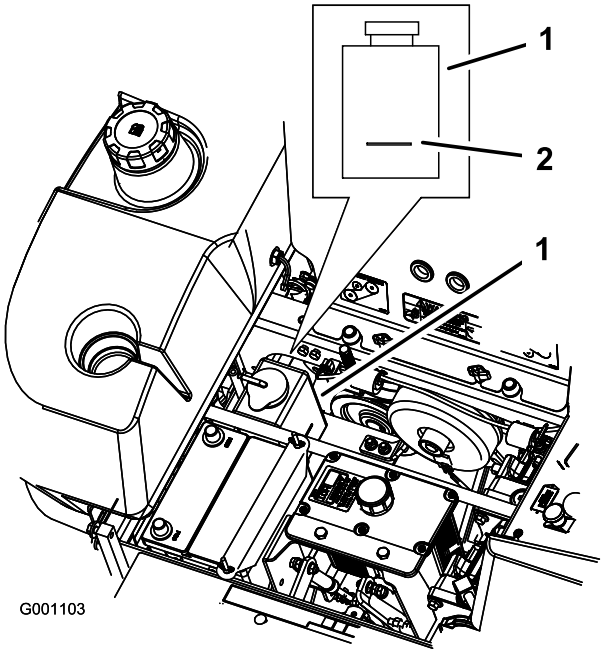

Figur 64
3. Når motoren er avkjølt må du kontrollere nivået i overflytsflasken. Væsken bør nå opp til kulen på utsiden av overflytsflasken (Figur 64).
4. Hvis kjølemiddelnivået er lavt, fyll på en 50/50-blanding med frostvæske for forlenget levetid og vann til overflytsflasken (Figur 64).
5. Fyll på kjølemiddelblandingen til overflytsflasken og fyll det opp til indikatorlinjen på flasken (Figur 64).